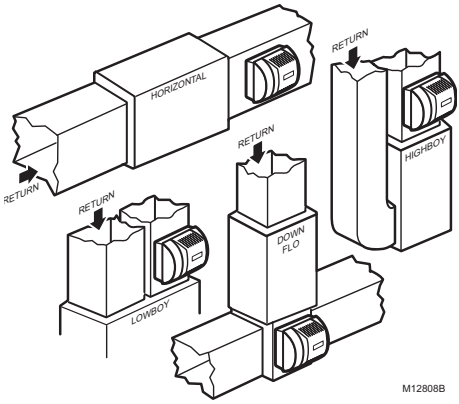

**Fig. 1. Typical humidifier installation locations.**
- Select a location for the humidifier on the supply (warm air stream) plenum. See Fig. 1.